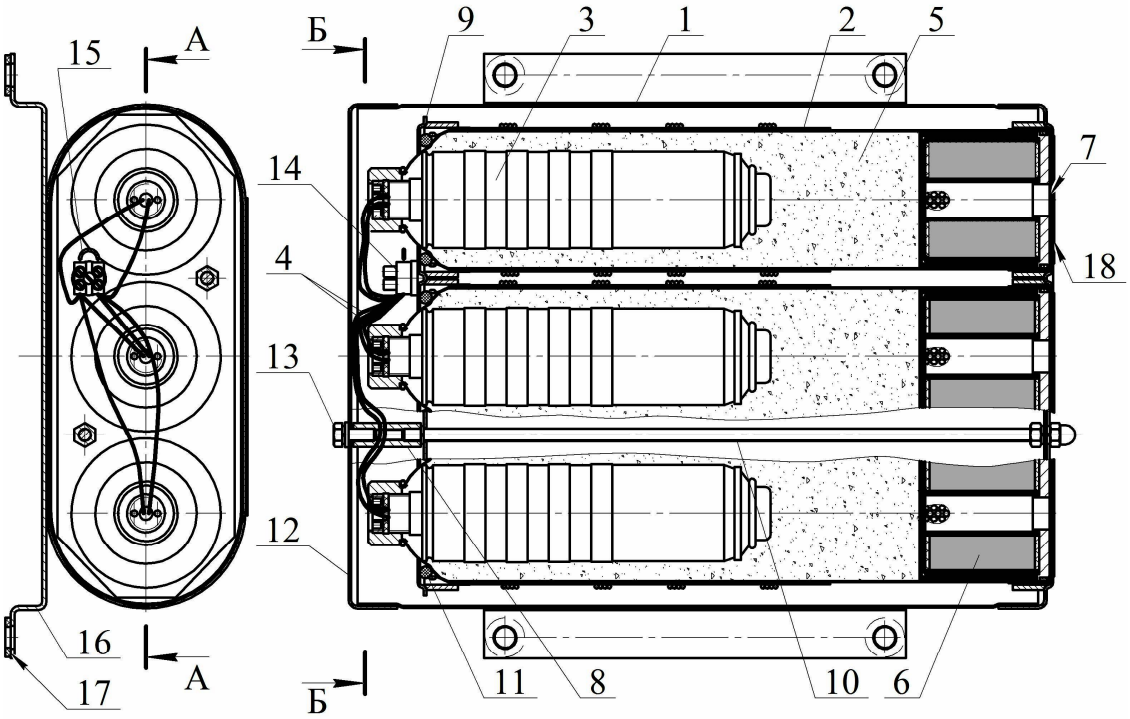

Рисунок 1
4.1.1 ГГПТ (см. рисунок 1) состоит из корпуса **1**, в котором размещены три сменных картриджа **2**, содержащих газогенерирующий элемент **3** с элементом электропусковым **4**. Свободный объем корпуса картриджей **2** заполнен таблетками охладителя **5**. Для очистки огнетушащего газового вещества от механических примесей в каждом картридже установлен фильтр-сепаратор **6**. Выходное отверстие фильтра-сепаратора заглушено самоклеющейся пленкой ПВХ **7**. В верхней части корпуса **1** картриджи при помощи гаек **8** поджаты крышкой **9**. Соединение корпуса **1** с крышкой **9** производится шпильками **10**. Для компенсации воздействия вибрации между картриджами **2** и крышкой **9** установлены резиновые кольца **11.** Сверху ГГПТ закрыт крышкой **12**, которая закреплена болтами **13**, соединенными с гайками **8**. Оголенные концы проводов элементов электропусковых **4**,
6.1 Извлечь ГГПТ из упаковки, произвести визуальный осмотр целостности корпуса. Снять крышку **12** (см. рисунок 1), открутив болты **13**. Проверить качество крепления оголенных концов проводов элементов электропусковых **4** в соединительной коробке **14**.
7.1 Один раз в месяц внешним осмотром проверяется целостность корпуса ГГПТ, надежность соединения проводов элементов электропусковых **4** (см. рисунок 1) с проводами цепи запуска ГГПТ в соединительной коробке **14**, а также отсутствие обрывов проводов цепи запуска, внешних повреждений их изоляции и мест соединений. При ослабленной затяжке крепления ГГПТ произвести подтяжку.
- отстыковать от несущей поверхности ГГПТ, снять с ГГПТ крышку **12** (см. рисунок 1), отсоединить пусковой кабель и перенести генератор в комнату сборки;